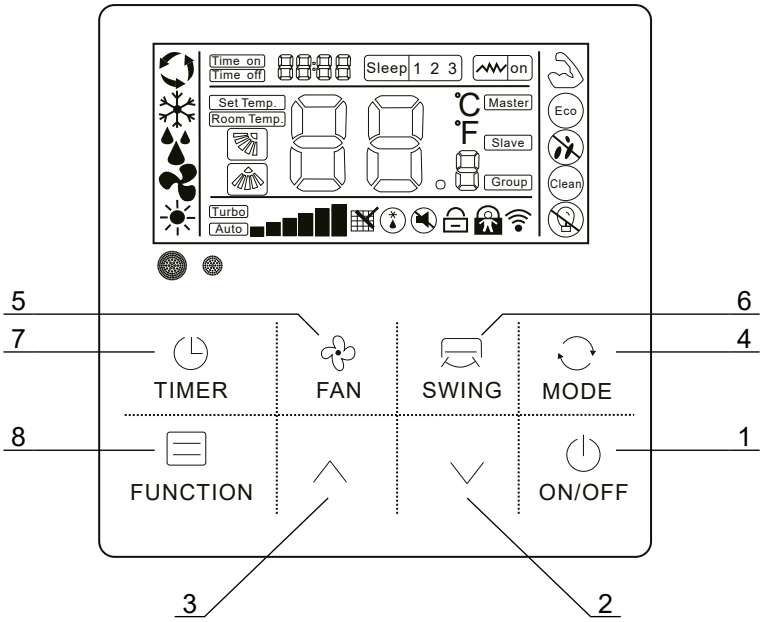

Рисунок 7 - Проводной пульт управления кондиционером
• Для управления кондиционерами с канальными внутренними блоками применяется проводной пульт управления (см. рис. 7).